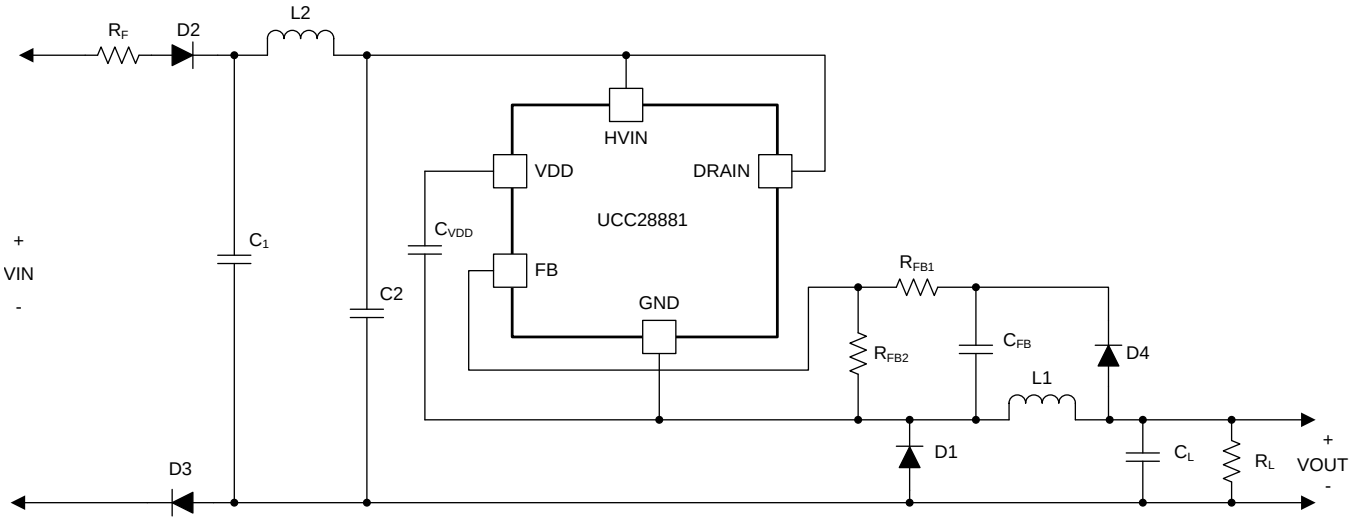

Figure 16. Universal Input, 12-V, 225-mA Output High-Side Buck
The UCC28881 can be used in various application topologies with direct or isolated feedback. The device can be used in low-side buck, where the output voltage is negative, or as a low-side buck-boost configuration, where the output voltage is positive. In both configurations the common reference node is the positive input node (VIN+). The device can also be configured as a LED driver in either of the above mentioned configurations. If the application requires the AC-to-DC power supply output to be referenced to the negative input node (VIN–), the UCC28881 can also be configured as a traditional high-side buck as shown in Figure 16. In this configuration, the voltage feedback is sampling the output voltage VOUT, making the DC regulation less accurate and load dependent than in low-side buck configuration, where the feedback is always tracking the VOUT. However, high-conversion efficiency can still be obtained.
Figure 16 shows a typical application example of a non-isolated power supply, where the UCC28881 is connected in a high-side buck configuration having an output voltage that is positive with respect to the negative high-voltage input (VIN–). The output voltage is set to 13 V in this example, but can easily be changed by changing the value of R_{FB1}. This application can be used for a wide variety of household appliances and automation, or any other applications where mains isolation is not required.
- $C_{BULK(min)}$ is minimum value for the total input capacitor value (C1 + C2 in the schematic of Figure 16).
In low-side buck converter the output voltage is always sensed by the FB pin and UCC28881 internal controller can turn on the MOSFET on VOUT. In high-side buck converter applications the information on the output voltage value is stored on C_{FB} capacitor. This information is not updated in real time. The information on C_{FB} capacitor is updated just after MOSFET turn-off event. When the MOSFET is turned off, the inductor current forces the freewheeling diode (D1 in Figure 16) to turn on and the GND pin of UCC28881 goes negative at $-V_{d1}$ (where V_{d1} is the forward drop voltage of diode D1) with respect to the negative terminal of bulk capacitor (C1 in Figure 16). When D1 is on, through diode D4, the C_{FB} capacitor is charged at $V_{OUT} – V_{d4} + V_{d1}$. Set the output voltage regulation level using Equation 16.
- R_{FB1}, R_{FB2} is the resistance of the resistor divider connected with FB pin (see Figure 16)
- Select the time constant τ_{FB}, given in Equation 17 (16)